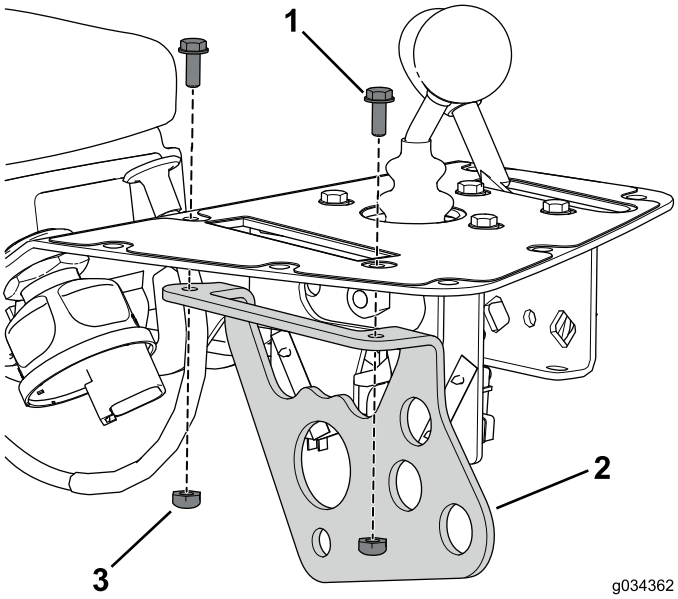

Figuur 9
8. Verwijder de 2 bouten en moeren waarmee de beugel van de functiebediening aan de bedieningseenheid is bevestigd en gooi de bouten en moeren weg (Figuur 9).